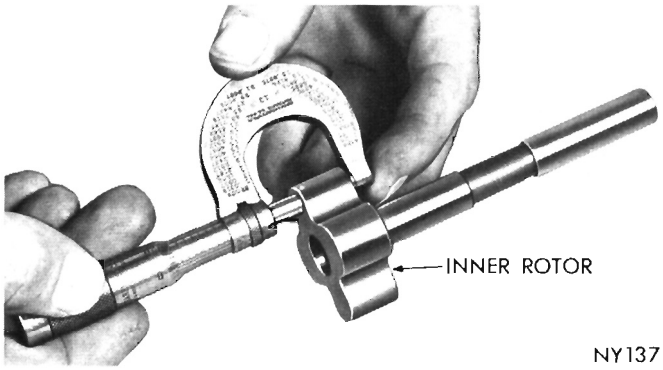

Fig. 53—Measuring Inner Rotor Thickness
(4) If inner rotor length measures less than .649 inch (Fig. 53), replace inner rotor.